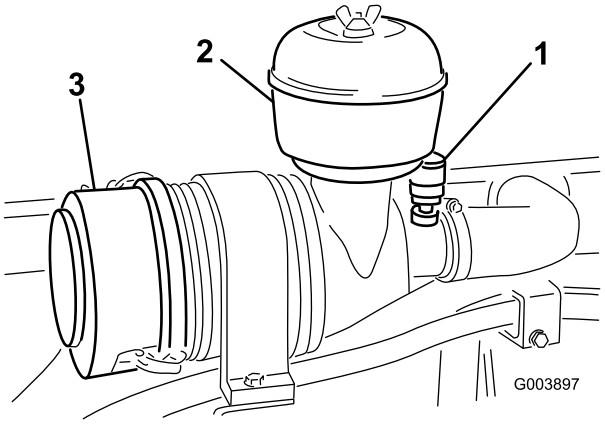

Figur 50
1. Fjern vingeskruen og skill dekselet fra forhåndsrensebollen (Figur 50).
Overhal kun luftrenseren når serviceindikatoren på luftrenserhuset blir rød (Figur 50).
1. Utløs låsene og fjern dekslet fra luftrenserens kropp (Figur 50).
9. Tilbakestill indikatoren (Figur 50) hvis den viser rødt.